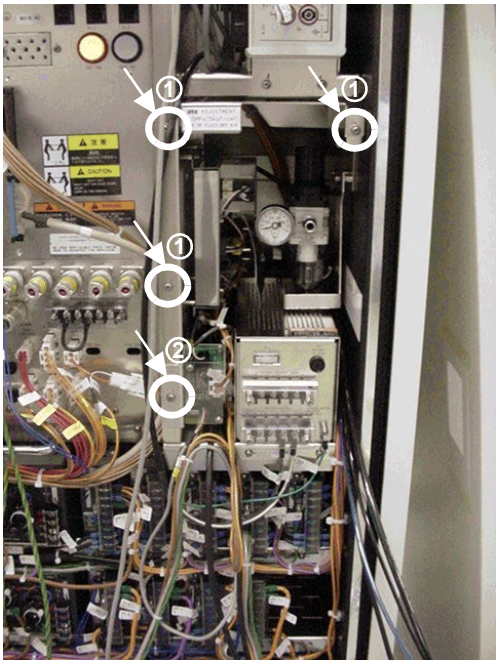

Figure A8-1 Removing the Screws
(2) Open the MF rear cover and remove the three screws (shown in Figure A8-1, ①).